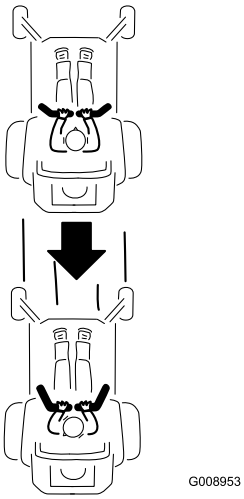

Figur 20
2. För att köra bakåt ser du efter bakom dig samtidigt som du långsamt för rörelsereglagespakarna bakåt (Figur 20).
Du kör rakt genom att trycka lika mycket på båda rörelsereglagespakarna (Figur 20).